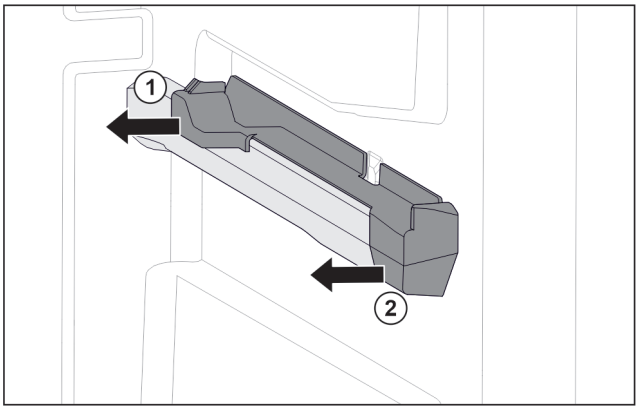

Fig. 30 Pieza de acoplamiento en la nervadura para recipientes derecha
▶ Retire la pieza de acoplamiento por detrás lateralmente. *Fig. 30 (1)*
▶ Retire la pieza de acoplamiento por delante lateralmente. *Fig. 30 (2)*